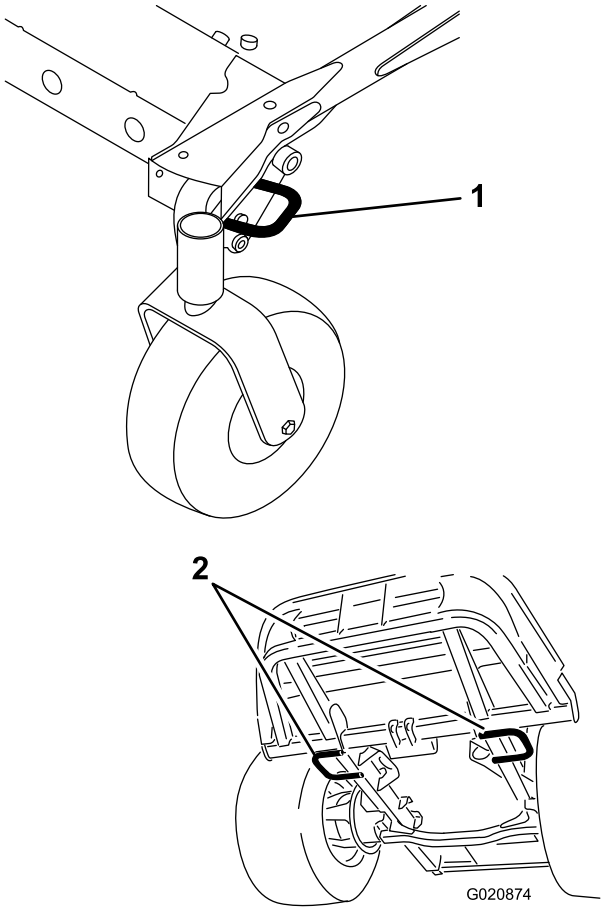

**Rysunek 30**
3. Zamocuj maszynę do przyczepy lub ciężarówki za pomocą pasów, łańcuchów, linek lub lin zgodnie z wymaganiami lokalnych przepisów ruchu na danym obszarze (Rysunek 30).